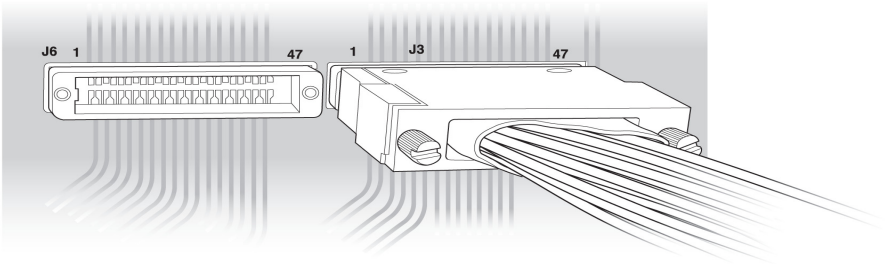

Figure 3.51: Connect MidBus Probe to MidBus Footprint.
3. Connect the header on the MidBus probe assembly to the MidBus footprint on the system under test (host platform or root complex under test). Figure 3.51 shows two MidBus footprints, with one connected to the MidBus probe assembly.